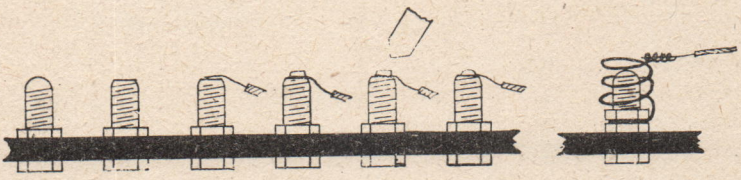

Abb. 192.
d) Anlöten dünnster Drähte an Schraubenenden. Abb. 192 veranschaulicht die einzelnen Arbeiten: Glattfeilen des Schraubenendes, Auflegen des Drahtendes, das von allein halten muß, Auflegen eines Lotstückes, Heranbringen des Kolbens, fertige Lötung. Wird das Gerät öfter hart aufgesetzt, so ist es besser, das Ende an eine „weiche" Spirale eines stärkeren Drahtes zu löten (Abb. 192 a).
Abb. 192 a.